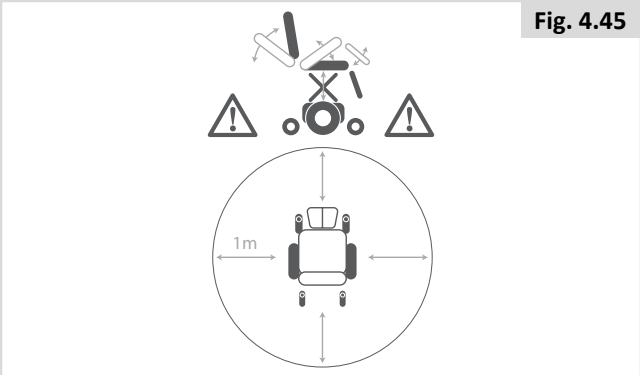

Fig. 4.45
- Zoals bij alle bewegende delen: let op dat uw vingers niet beklemd raken. (fig. 4.45).